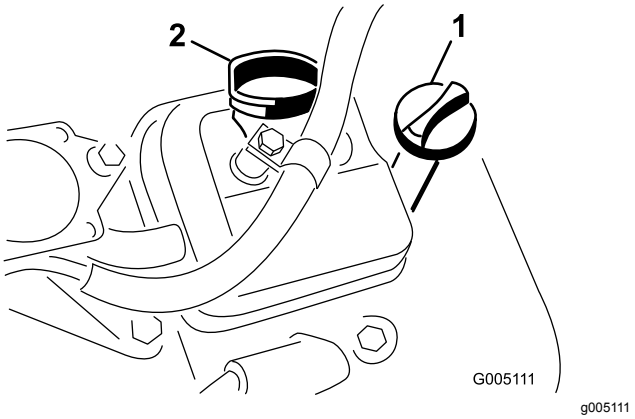

Figur 29
3. Sätt in oljestickan i oljeröret och skruva fast den i röret (Figur 29).